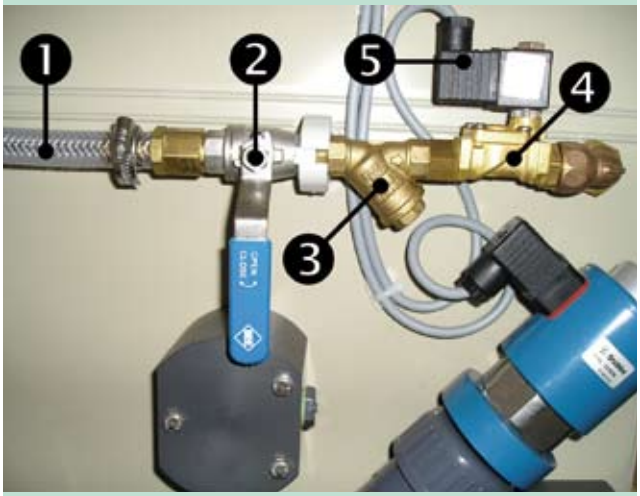

Fig. 4)
❺ Feed fittings for mounting tap water connection (see Fig. 4).